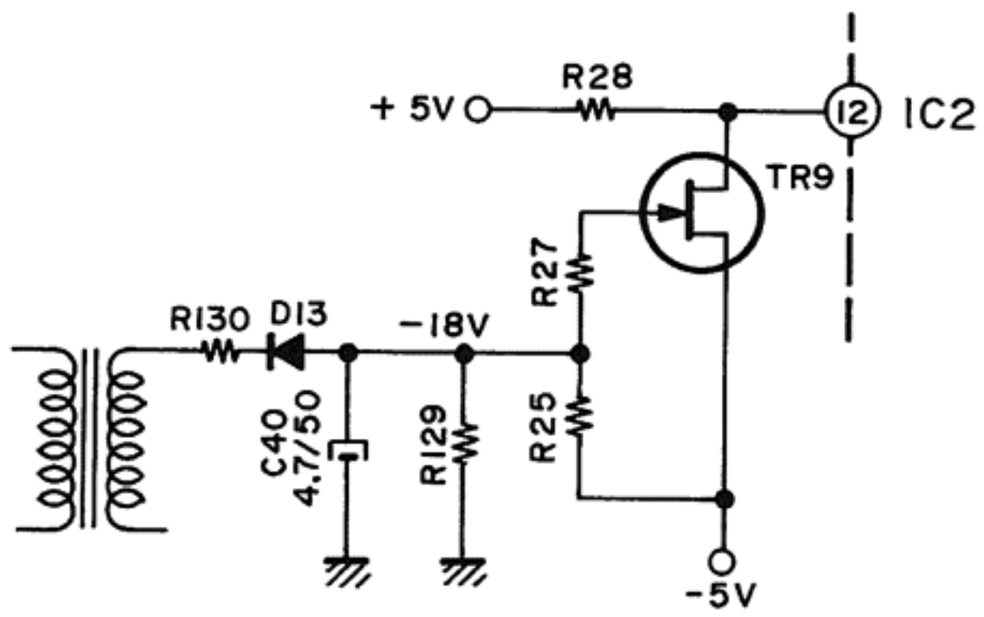

Fig. 21
3) When the power is supplied, TR9 connected to IC2 ⑫ is off (Refer to Fig. 21).